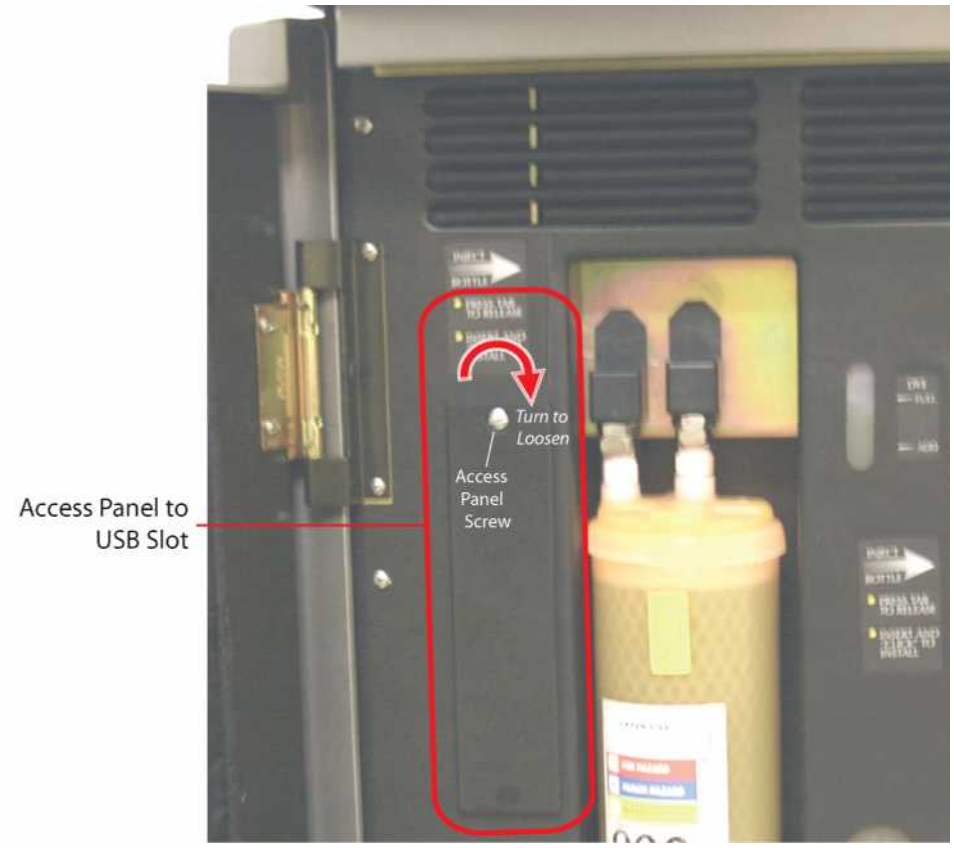

Figure 7A–USB Access Panel Location
1. Open the front door of the laser, and locate the access panel that covers the USB slot, see **Figure 7A**.